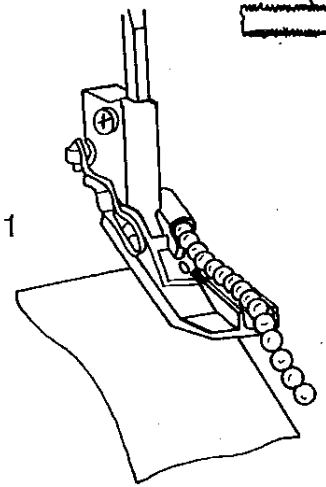

Fig. 1
Perlannähfuß (Fig. 1)
2. Das Perlband durch die Führung 1 und 2 bis zum Ende des Fußes schieben (Fig. 1).